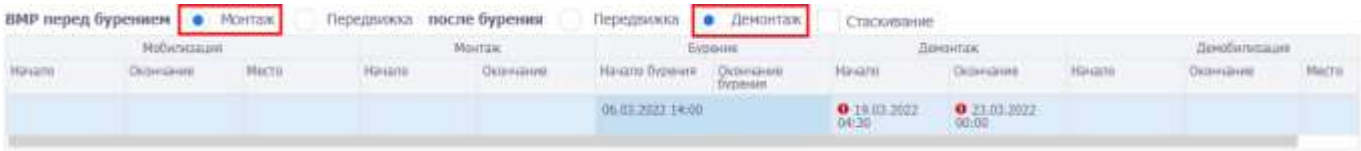

Рис. 3.28
4) Если в блоке «ВМР перед бурением» установлен переключатель «Монтаж», а в блоке «ВМР после бурения» установлен переключатель «Демонтаж», то в таблице отображаются области (рис. 3.28):